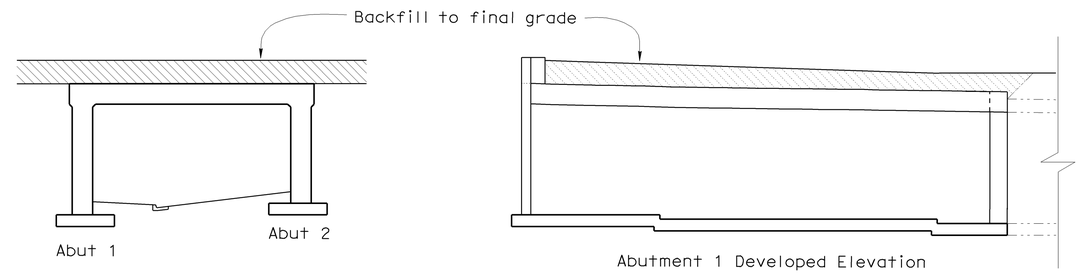

FIGURE 4
6. Backfill to final grade (Figure 4)